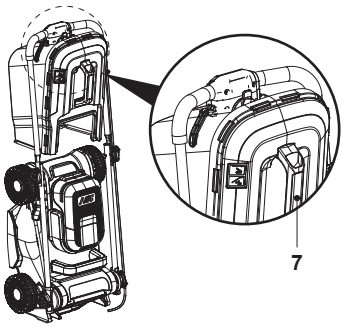

**Fig. 24**
8. Se recomandă depozitarea mașinii de tuns iarba cu colectorul de iarbă (7) prins și cu accesoriul de mărunțire (23) instalat în ea (fig. 24).